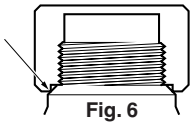

Fig. 6
1. The valve cover is sealed where indicated by the arrow. (Refer to Fig. 6)